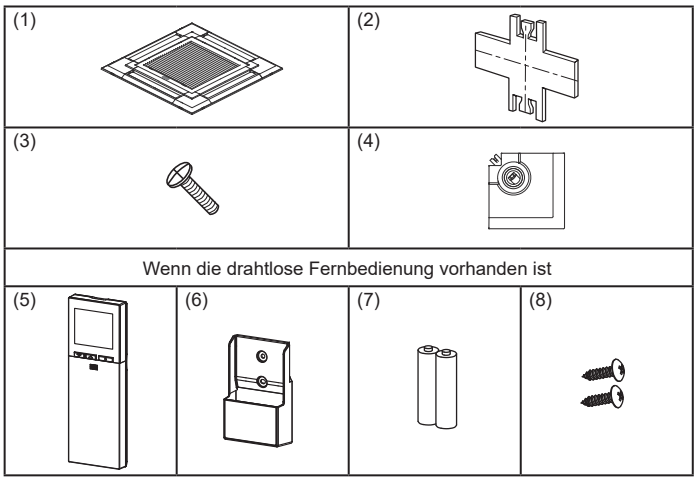

Abb. 9-1
9.1. Überprüfung des Inhalts (Abb. 9-1)